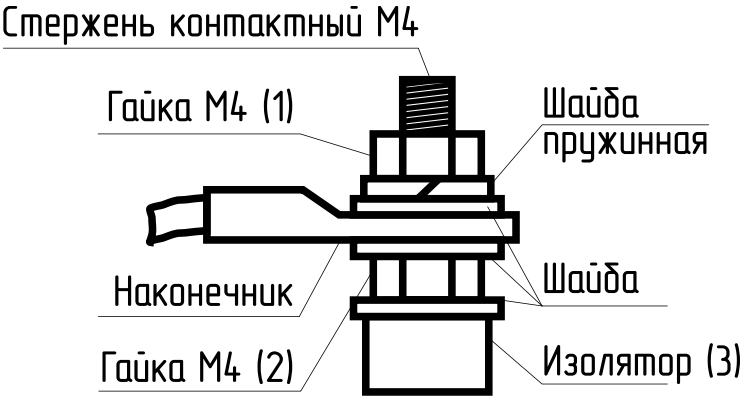

Рис.20 Присоединение проводов к выводам блок ТЭН
- при замене блок ТЭН присоединение фазных проводов к выводам блок ТЭН производить согласно **рис.20**. Сечение кабеля указано в таблице 1 и 2;
- провод нейтрали «N» подключить на перемычку блока ТЭН (**рис.20**).